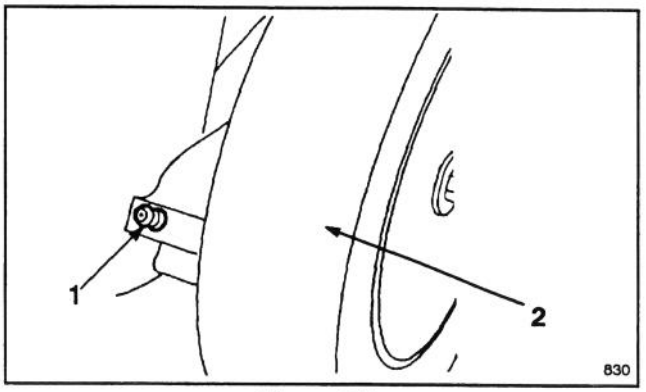

Figure 27
2. Move rear wheel height–of–cut levers to "2" setting. Wipe grease fittings with clean rag (Fig. 27). Install grease gun onto fitting and gently apply two or three pumps of #2 Multi–Purpose Lithium Base Grease.